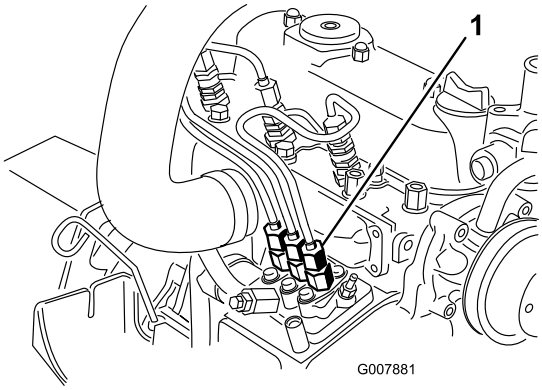

Figur 44
1. Placer en klud under rørforbindelsen, der kommer fra indsprøjtningspumpen til indsprøjtningsdyse nr. 1 som illustreret i Figur 44.